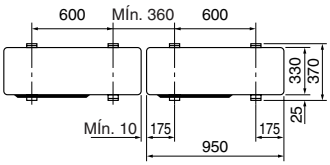

Fig. 3-1
• Cerciórese de instalar la unidad en una superficie robusta y nivelada para evitar los ruidos de traqueteo durante la operación. (Fig. 3-1)